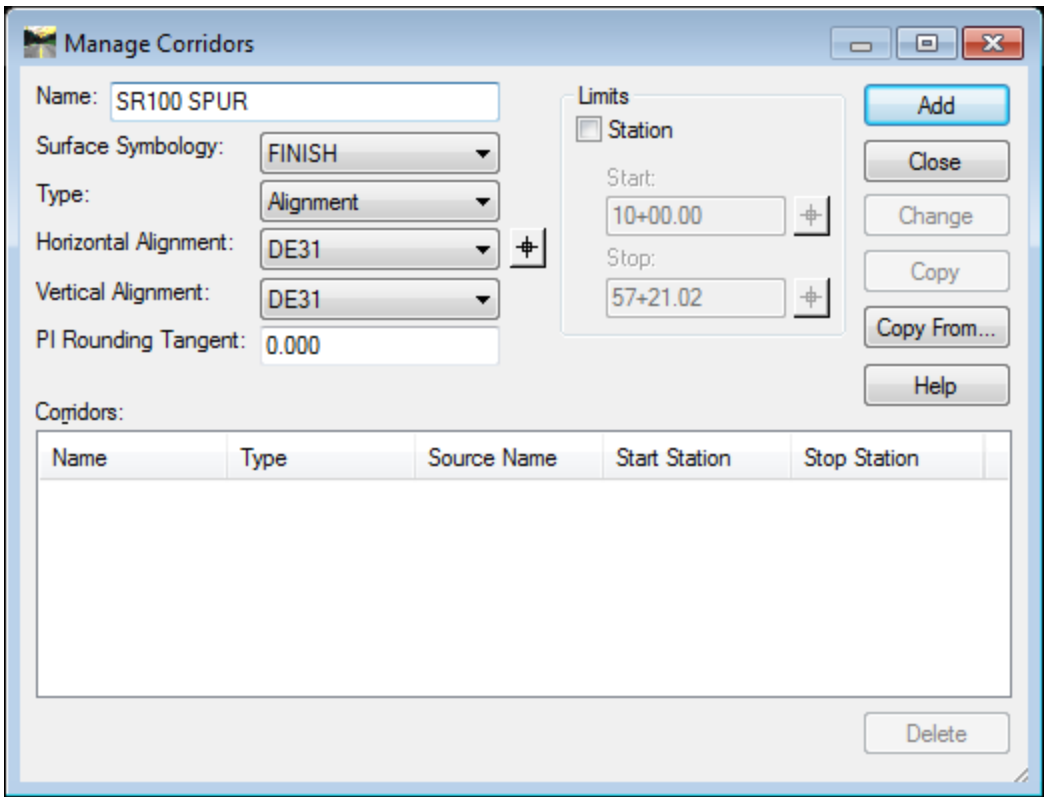

Figure L8-5 Manage Corridors
- In the **Roadway Designer** Window, select **Corridor ► Corridor Management**. The **Manage Corridors** dialog opens similar to that shown in *Figure L8-5*.
- Ensure the **Type:** is set to ***Alignment*** and the Horizontal Alignment and Vertical Alignments match what is shown in *Figure L8-5*.